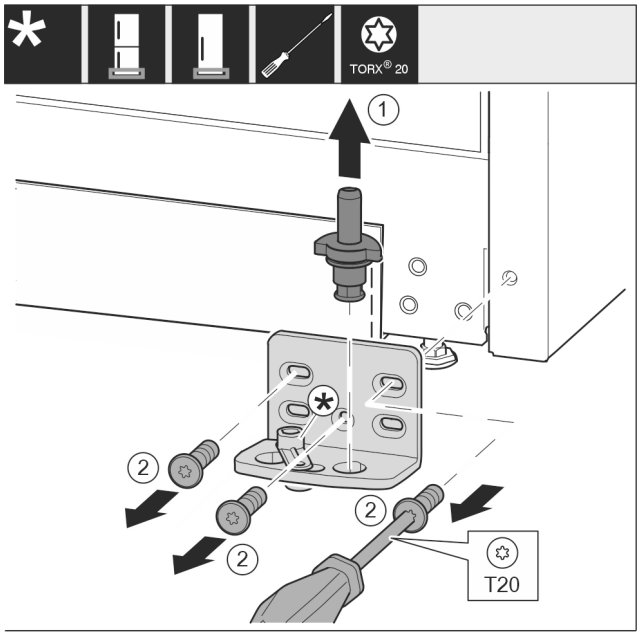

Fig. 18
▶ Pull the bearing bolt *Fig. 18 (1)* out upwards completely.
▶ Use screwdriver to unscrew the screws *Fig. 18 (2)* and remove the swap bearing block.